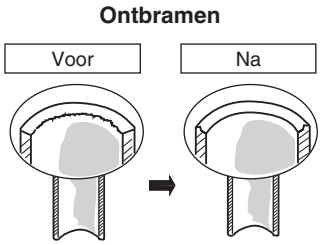

Afb. 5-1
(1) Kort de koperen buis op de juiste lengte met een buissnijder. Het verdient aanbeveling om de buis ongeveer 30 - 50 cm langer af te snijden dan uw schatting.
(2) Verwijder bramen aan beide uiteinden van de koperen leiding met een pijpfrees of vijl. Deze stap is belangrijk en moet goed en zorgvuldig worden uitgevoerd om een goede verbinding te verzekeren. Zorg ervoor dat er geen verontreinigingen (vocht, vuil, metaalslijpsel enz.) in de leidingen terecht kan komen. (Afb. 5-1 en 5-2)